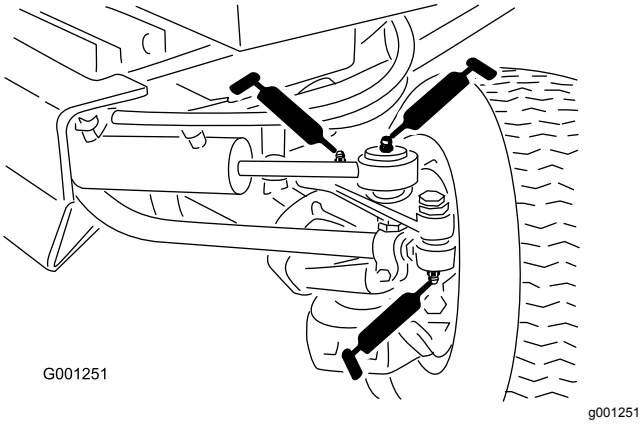

Figur 44
- Forbindelsesstangens ender (2) (Figur 44)
- Cylinderstangens ender (2) (Figur 44)
- Styretapper (2) (Figur 44)
- Akseldrejetap (Figur 44)